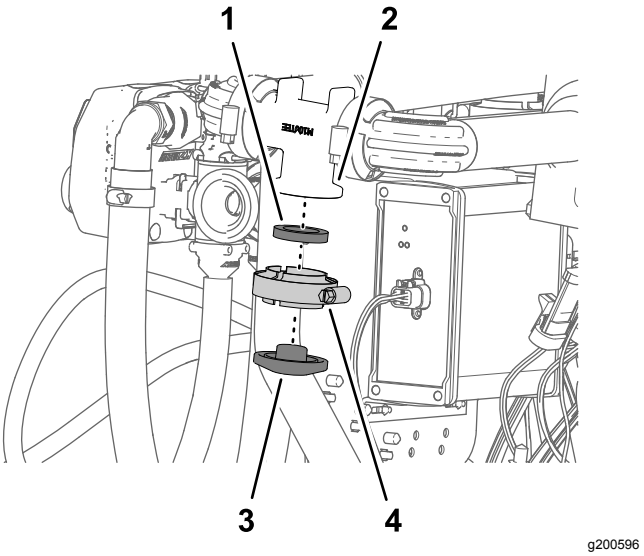

Figuur 136
3. Monteer de vlakke dop op de flens van het verdeelstuk van de vloeistofstroommeter; gebruik hierbij de flensklem en pakking die u verwijderd hebt in stap 2, en draai de klem handmatig vast (Figuur 136).